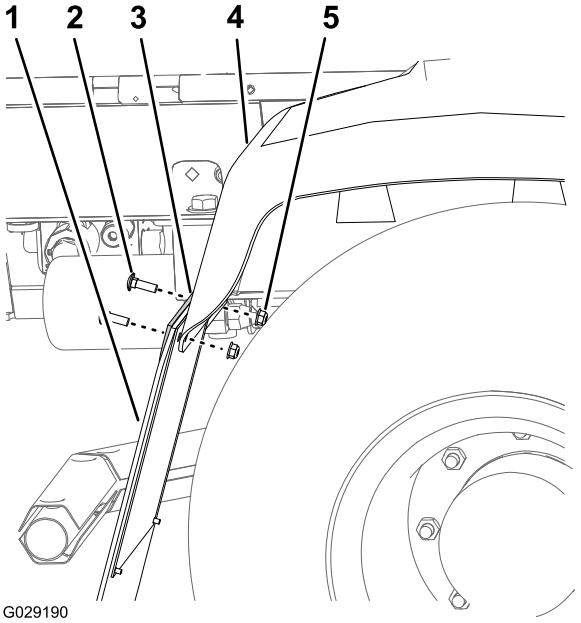

Figur 5
2. Ta bort de två vagnskruvarna och de två flänslåsmuttrarna som fäster stänkskyddet på den bakre stänkskärmens fäste och höger bakre stänkskärm (Figur 5).